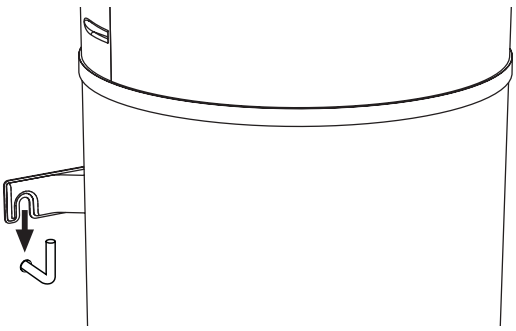

Abb. 51 - Befestigung an der Wand
- Hängen Sie den Heizkessel mit dem entsprechenden Befestigungsbügel ein (Abb. 51).